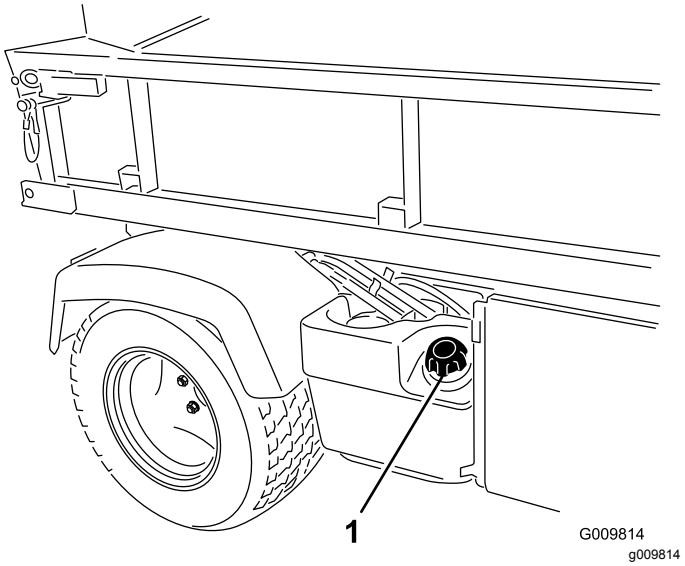

Rysunek 18
2. Odkręć korek zbiornika paliwa (Rysunek 18).